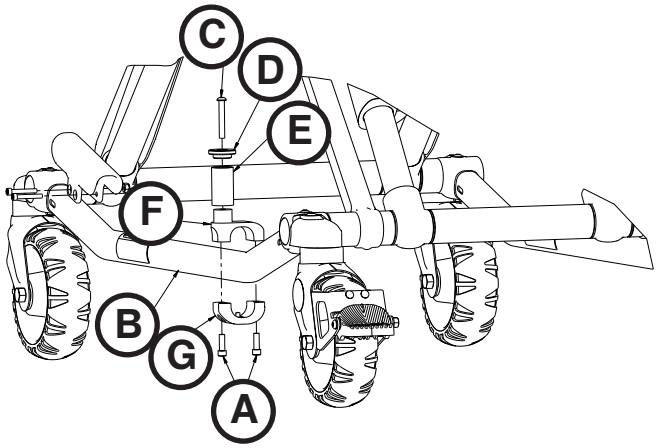

Abbildung 72
3. Mit einem T30 Torx-Schlüssel die zwei Innensechskantschrauben (A) entfernen, die den aktuellen Haltepfosten der Trage am Grundgestell (B) sichern (Abbildung 72). Schrauben und Haltepfosten der Trage entsorgen.
4. Die Halbrundkopfschraube (C) durch die Haltepfostenkappe (D) und das Pfostenrohr (E) führen und dann in die obere Stifthalterung (F) einsetzen (Abbildung 72).
5. Mit einem 5/32 Zoll-Sechskantschlüssel die Halbrundkopfschraube (C) festschrauben, um die Haltepfostenkappe (D) und das Pfostenrohr (E) an der oberen Stifthalterung (F) zu sichern (Abbildung 72). Die Schraube mit einem Drehmomentschlüssel auf 11,3 bis 15,8 N·m (100–140 in-lb) anziehen.
6. Den Haltepfosten der Trage am Grundgestell montieren. Die Löcher in den Halterungen ausrichten und zwei Innensechskantschrauben (A) in die Gewindebohrungen der unteren Stifthalterung (G) einsetzen (Abbildung 72).
7. Die zwei (2) Halbrundkopfschrauben mit einem T30 Torx-Schlüssel fest anziehen.